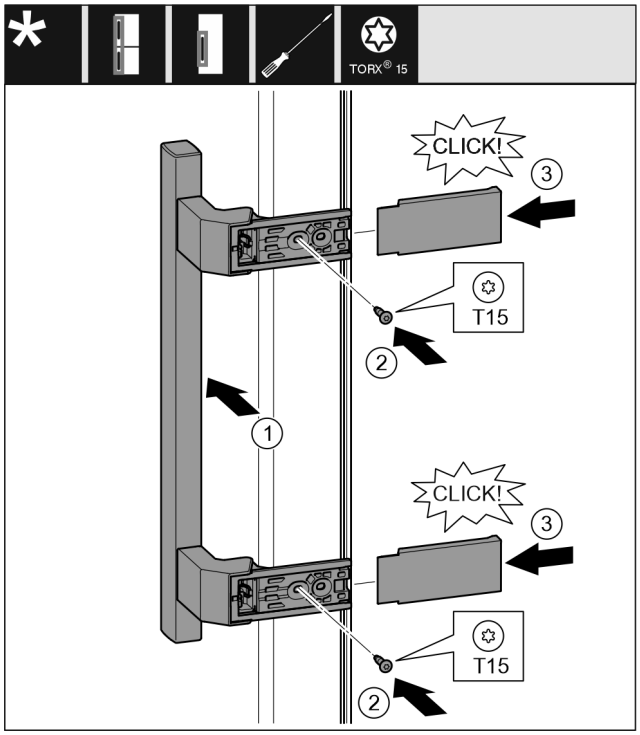

Fig. 23
- ▶ Position the handle on the other side. *Fig. 23 (1)*
- ▶ Tighten the screw with a T15 screwdriver. *Fig. 23 (2)*
- ▶ Position the covers on the side and push them on. *Fig. 23 (3)*